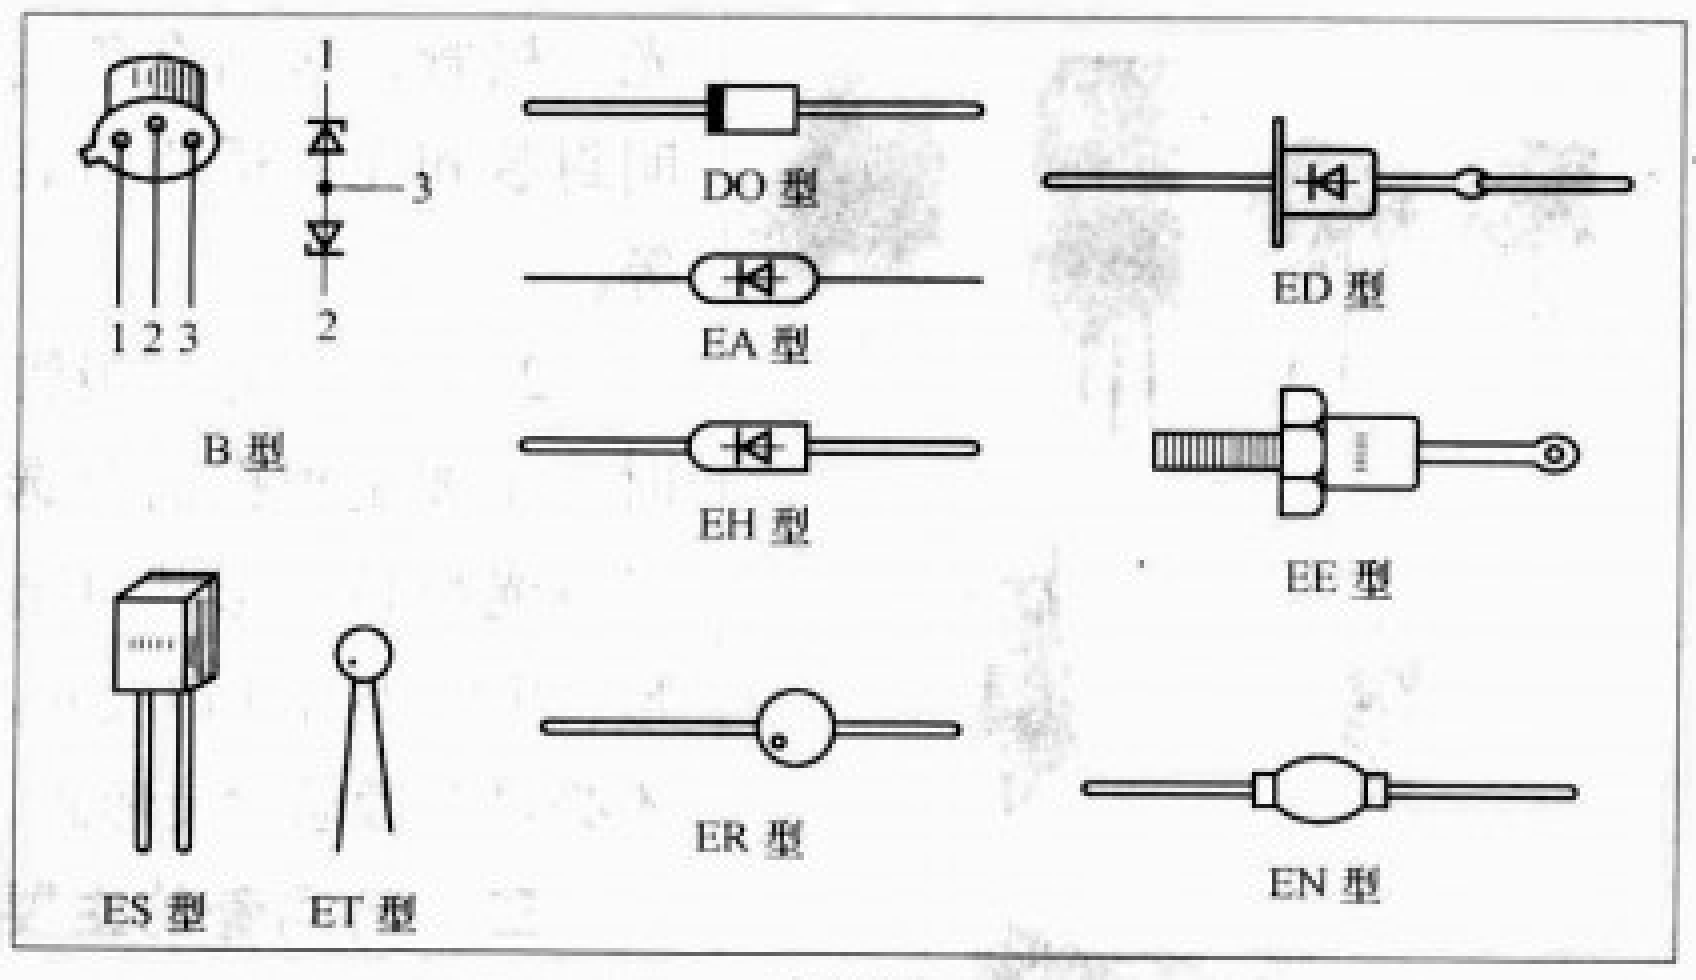

图2
2.从封装形状上看，半导体二极管的封装形状主要有DO型、EA型、ED型、EE型、EH型、EN型、ER型、ES型、ET型和B型等，如图2所示。